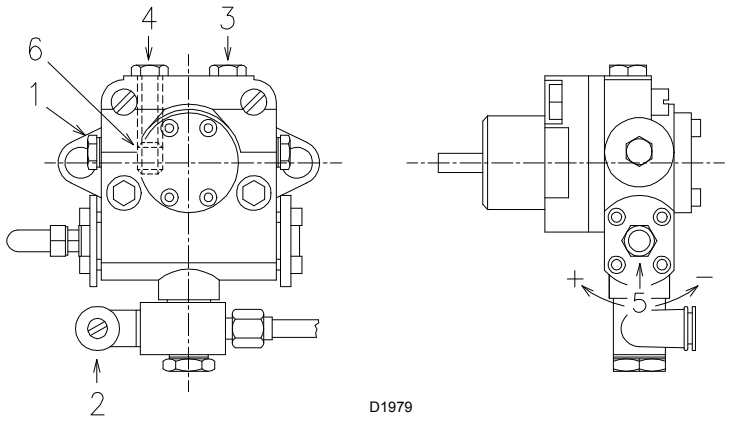

Fig. 22
Le pompe hanno un by-pass che mette in comunicazione il ritorno con l'aspirazione. Sono installate sul bruciatore con il by-pass chiuso dalla vite 6) (Fig. 22).
– perché la pompa possa autoinnescarsi è indispensabile allentare la vite 3) (Fig. 22) della pompa per sfiatare l’aria contenuta nel tubo di aspirazione.
Chiudere i telecomandi e mettere l'interruttore 1) (Fig. 22, pag. 21) in posizione "MAN".Il bruciatore si avvia e dopo la fase di preventilazione si ha l'accensione della fiamma.